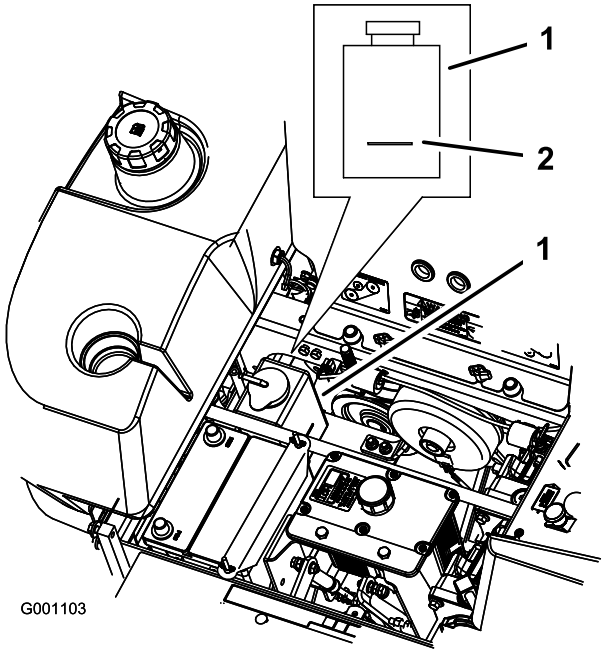

Figur 52
3. Kontrollera nivån i överströmningsbehållaren medan motorn är kall. Vätskan ska nå upp till utbuktningen på utsidan av överströmningsbehållaren (Figur 52).
4. Om kylvätskenivån är låg tillsätter du en 50/50-blandning av frostskyddsmedel med förlängd hållbarhet/Dex-Cool® och vatten i överströmningsbehållaren (Figur 52).
5. Tillsätt 50/50-blandningen till överströmningsbehållaren och fyll den upp till indikatorstrecket på behållaren (Figur 52).